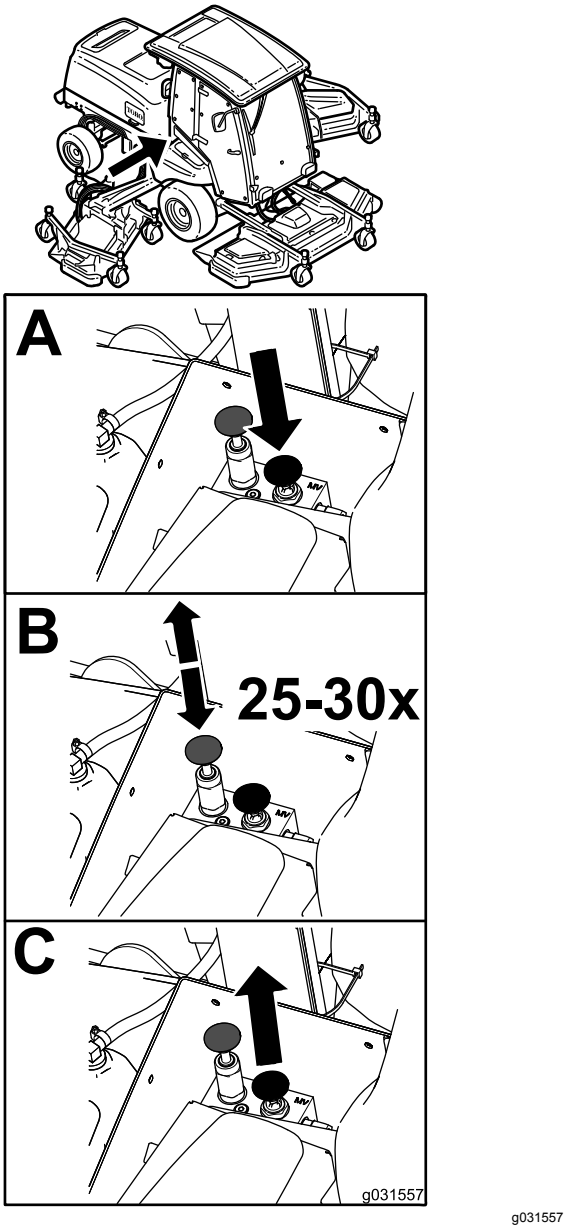

Bild 68
1. Sicherheitsventil (2)
4. Lösen Sie die automatische Feststellbremse manuell mit dem Sicherheitsventil und dem Kolben, wie in Bild 68 abgebildet.